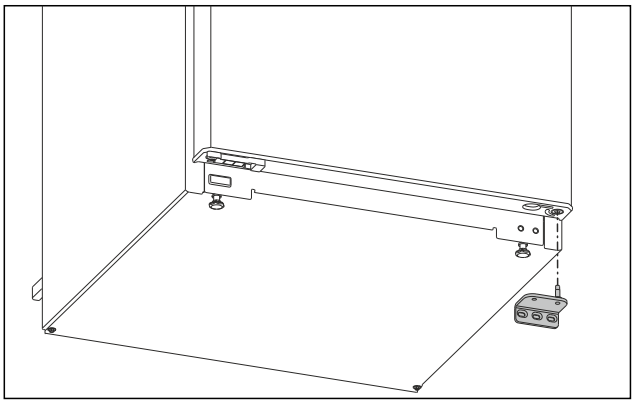

Fig. 5
▶ Ota laakerijalusta alaspäin pois. (katso Fig. 5)